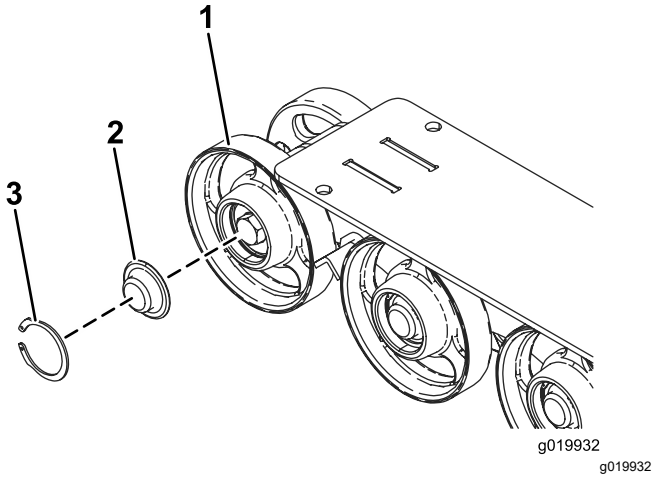

Figur 49
5. Ta bort låsringen och hatten från väghjulet (Figur 49).
6. Kontrollera smörjningen under hatten och runt packningen (Figur 49). Om fettet är smutsigt, sandigt eller förbrukat gör du rent så att allt fett försvinner, byter packningen och smörjer igen.
8. Sätt den infettade väghjulshatten över skruvhuvudet (Figur 49).
9. Fäst väghjulshatten med låsringen (Figur 49).